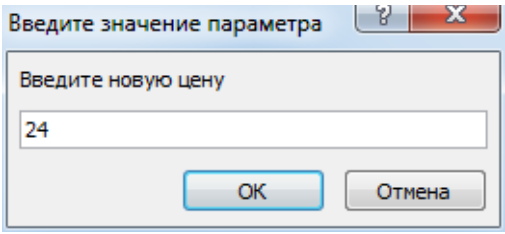
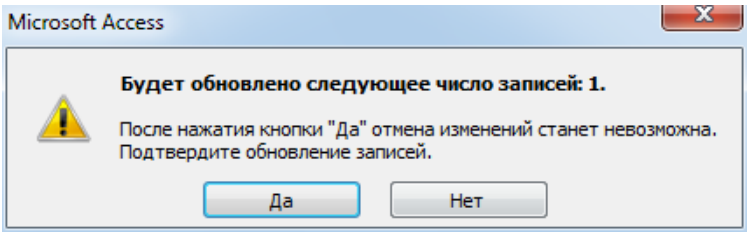

Рис. 4.22. Ввод параметров: *а – Наименование товара; б – Цена*
Рис. 4.23. Информационное сообщение о количестве обновленных записей
6. При выполнении запроса на экране появятся два окна. В первом необходимо ввести наименование товара, цену которого требуется изменить (например, *Диск CD-D (Mirex)*), а во втором – новую цену товара (рис. 4.22). После нажатия на кнопку *OK* появится окно с сообщением о том количестве записей, которое будет обновлено (рис. 4.23).